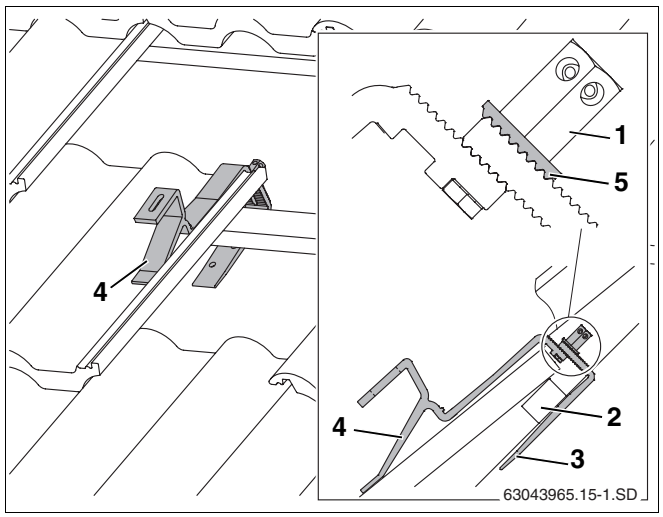

Abb. 13 Eingehängter Dachhaken (zur besseren Ansicht sind einige Pfannen nicht dargestellt)
- Dachhaken so einhängen, dass die Abstützung vorne in einem Wellental aufliegt (Abb. 13, **Pos. 4**).
- Dachhaken-Unterteil (Abb. 13, **Pos. 3**) soweit hochschieben, bis dieses an der Dachlatte (Abb. 13, **Pos. 2**) anliegt.
- Lange Sechskantmutter (Abb. 13, **Pos. 1**) anziehen. Hierzu den Schlüssel SW5 in ein Loch der Sechskantmutter stecken und drehen.
Die verzahnte Unterlegscheibe (Abb. 13, **Pos. 5**) muss in die Verzahnung des Dachhaken-Unterteils greifen.